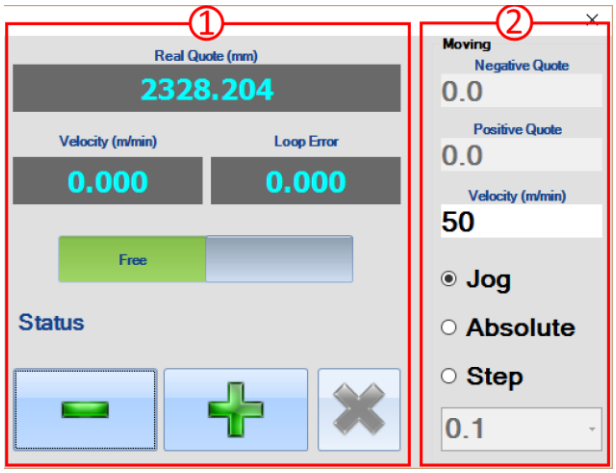

图 6
3. 手动模式：允许显示轴设备，包括真实坐标，可以在控制板中手动移动（图 6）。还有确定操作的标志，如枪清洗、手动激活枪等...
1.2 移动区域（图 6）